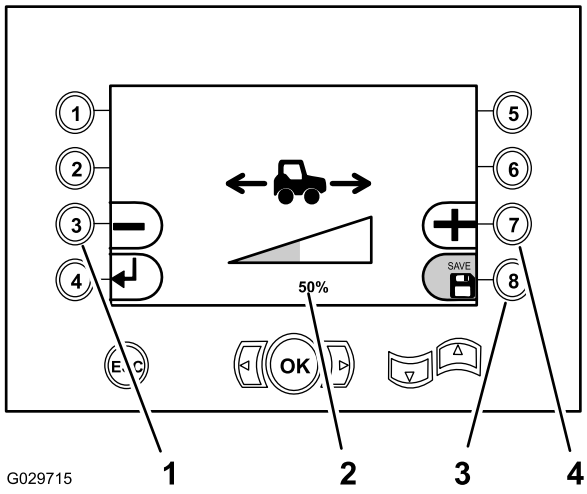

Figura 41
- Premete il pulsante 3 (Figura 41) per ridurre la percentuale di velocità di avanzamento che potete impostare con il joystick di trazione del veicolo (fino al 15% della velocità di avanzamento impostabile con il pedale).
- Premete il pulsante 7 (Figura 41) per aumentare la percentuale di velocità di avanzamento impostabile con il joystick di trazione del veicolo.
3. Premete il pulsante 8 per salvare le impostazioni (Figura 41).